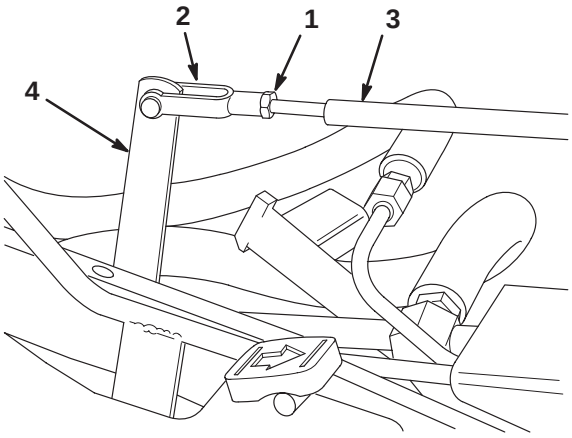

**Figure 46**
**3.** Move the adjustment lever by hand to level the mow and lift pedals and adjust the yoke on the control rod until the hole in the yoke lines up with the adjustment lever hole (Fig. 46).